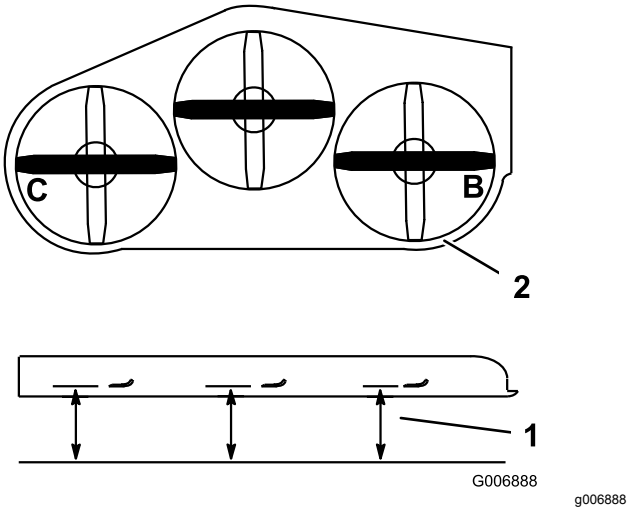

Figur 83
1. Plasser den **høyre** kniven på tvers (Figur 83).
2. Mål den høyre kniven ved **B** fra en plan overflate til kniveggen på knivtuppene (Figur 83).
4. Plasser den venstre kniven på tvers (Figur 83).
5. Mål den venstre kniven ved **C** (Figur 83) fra en plan overflate til kniveggen på knivtuppene.